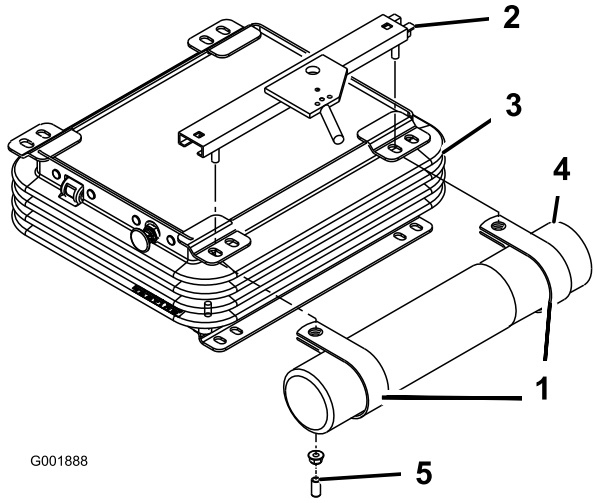

Figuur 7
2. Verwijder de 2 moeren en de vinyldoppen (indien gemonteerd), waarmee de bovenste stoelbeugel is bevestigd aan de linkerkant van de stoelophanging (Figuur 7).
3. Bevestig de R-klemmen losjes op de tapbouten van de stoelbeugel met de twee moeren die u eerder hebt verwijderd. (Figuur 7). De R-klemmen moeten zich onder de lippen van de stoelophanging bevinden.
4. Plaats de koker in de R-klemmen en draai de moeren vast (Figuur 7).